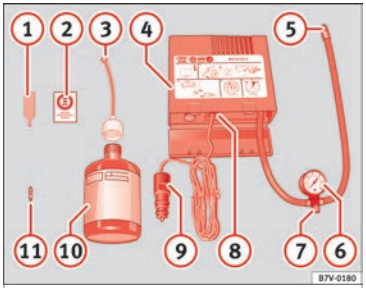

Fig. 69 Standard representation: contents of the anti-puncture kit.
- Unscrew the tyre valve cap and insert. Use the ››› **Fig. 69** (1) tool to remove the insert. Place it on a clean surface.
- Shake the tyre sealant bottle vigorously ››› **Fig. 69** (10).
- Screw the inflator tube ››› **Fig. 69** (3) into the sealant bottle. The bottle's seal will break automatically.
- Remove the lid from the filling tube ››› **Fig. 69** (3) and screw the open end of the tube into the tyre valve.
- Place the insert back into the tyre valve using the tool ››› **Fig. 69** (1).
- Screw the compressor tyre inflator tube ››› **Fig. 69** (5) into the tyre valve.
- Check that the air bleed screw is closed ››› **Fig. 69** (7).
- Insert the connector ››› **Fig. 69** (9) into the vehicle's 12-volt socket ››› page 162.
- Turn the air compressor on with the ON/OFF switch ››› **Fig. 69** (8).